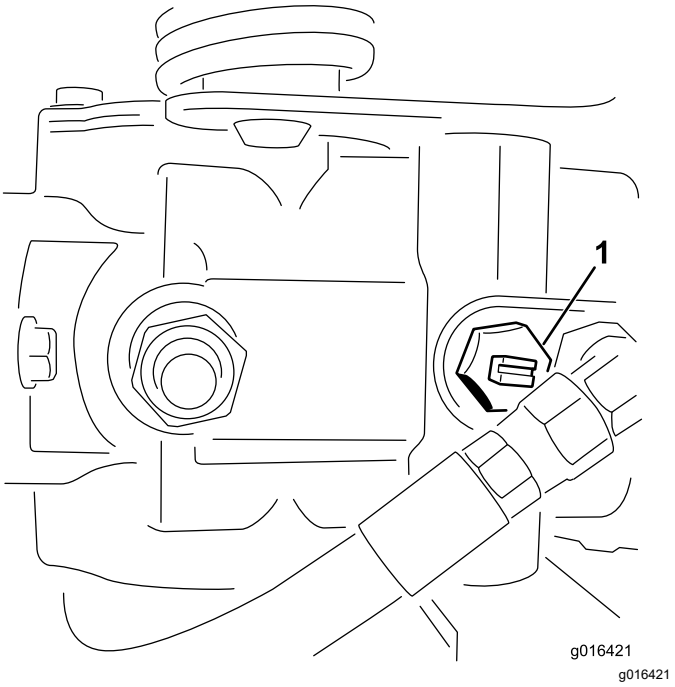

Figuur 24
1. Ga naar het omloopventiel op de pomp en draai het 2 volledige slagen linksom (Figuur 24).
2. Voordat u de motor start, moet u het omloopventiel sluiten door het 2 volledige slagen rechtsom te draaien (Figuur 24).